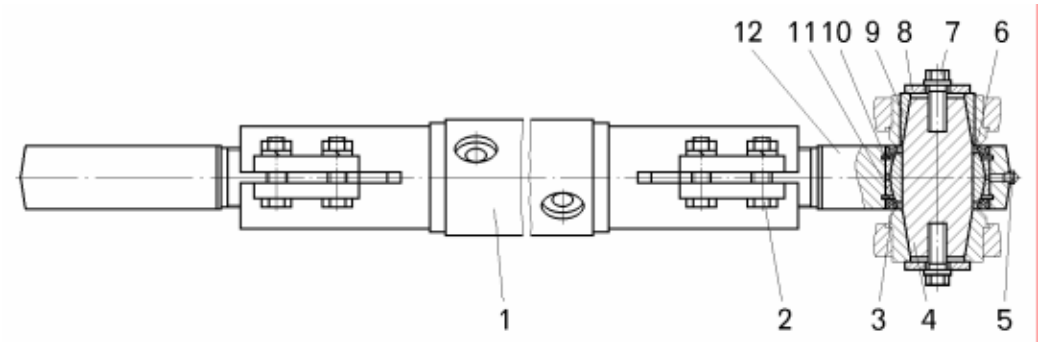

Рисунок 9.13 – Тяга рулевой трапеции:
– ослабить клеммные соединения тяги, отвернув гайки болтов 2 (рисунок 9.13);